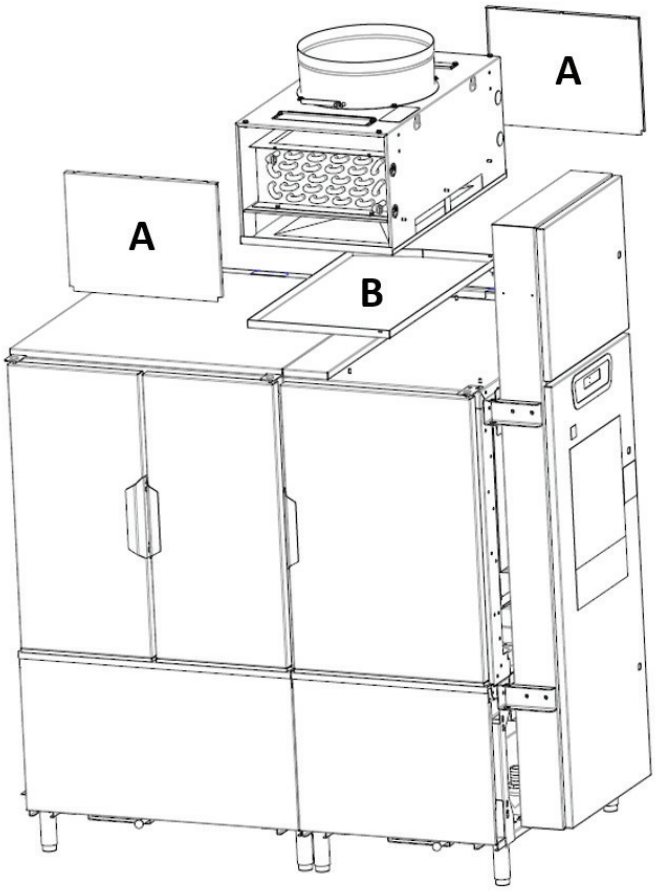

Fig. 2
1. Retirez les panneaux de récupération d'énergie avant et arrière en desserrant les deux écrous sur la partie supérieure de chaque panneau (Fig. 2, élément A)**.**
2. Retirez le plateau de vidange situé dans la base de l'ensemble de la récupération d'énergie (Fig. 2, élément B).